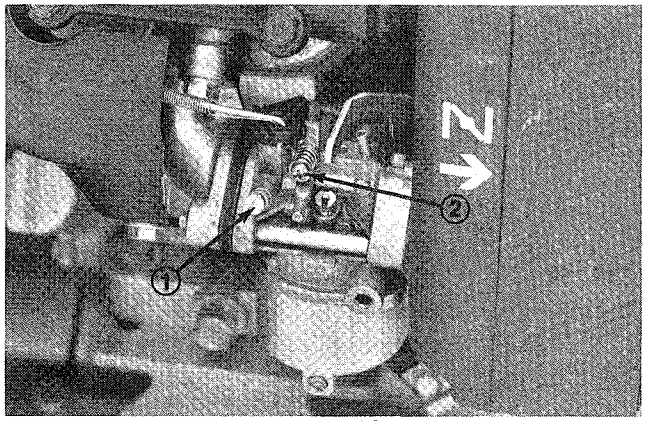

Figure 39
1. Pilot Screw (Fig. 39)- Close screw by gently rotating it clockwise.
5. Rotate carburetor adjusting screw (Fig. 39) clockwise to increase speed and counterclockwise to lower idle speed. Using a tachometer set speed to 800 rpm.